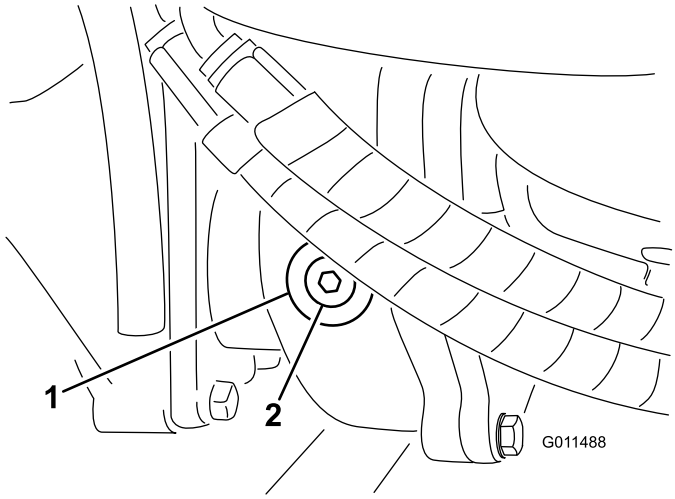

Figuur 61
2. Verwijder de controle/vulplug aan de linkerzijde van de tandwielkast en controleer of de tandwielolie tot aan de onderkant van de opening komt (Figuur 61).